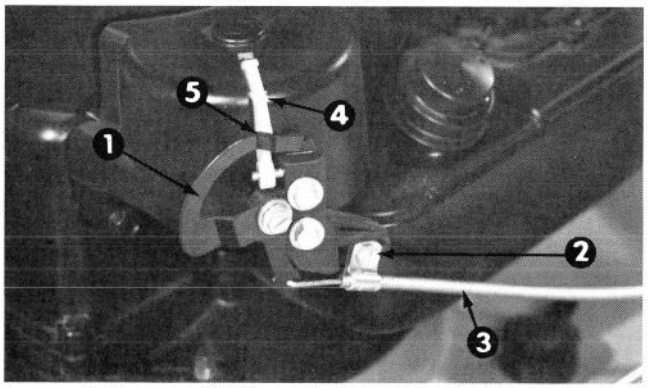

Afbeelding 34
Het veiligheidsmechanisme (Afb. 34) aan de linkerzijde van de motor, ontkoppelt samen met de aandrijvingsbediening de repeteerstarter, zodat de motor niet gestart kan worden als de aandrijvingsknop in de ENGAGE stand is. Tenzij de bedieningskabel breekt en vervangen moet worden is een bijstelling niet vereist.
2. Maak de schroef van de kabelklamp los totdat de bedieningskabel vrij heen en weer kan bewegen (Afb. 34).
3. Trek de repeteerhandle zachtjes op totdat de sluitingsarm naar buiten komt en houd de handle in deze positie zodat de arm uitblijft (Afb. 34).
4. Beweeg de kamhefboom totdat de sluitingsarm de "V" aan de binnenkant van de kamhefboom raakt (Afb. 34). Houd de kamhefboom en sluitingsarm in die positie en laat de repeteerhandle los; draai dan de schroef vast van de kabelklamp (Afb. 34).